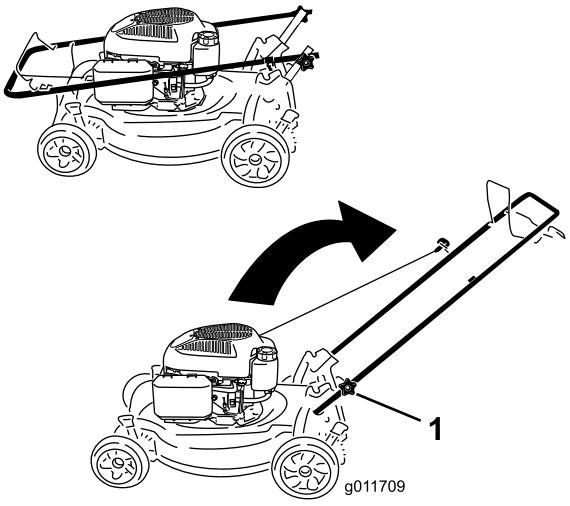

Figur 3
1. Løsn håndtagsknapperne (Figur 3).
1. Håndtagsknap (2)
3. Stram håndtagsknapperne godt med hånden (Figur 3).